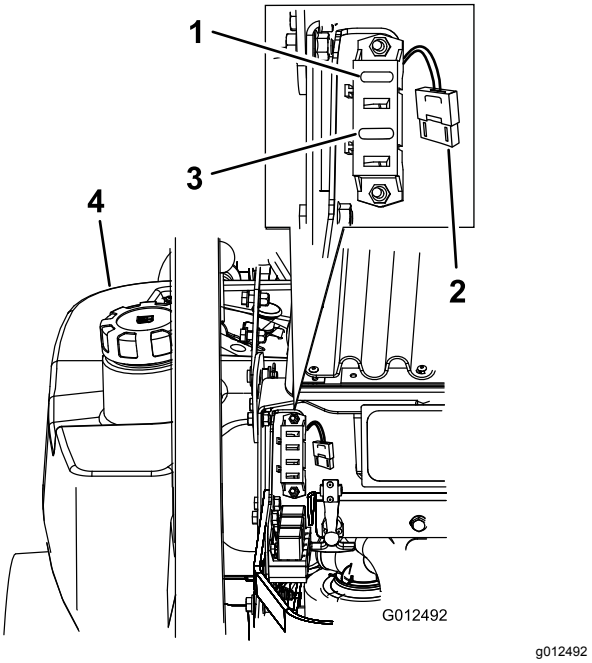

Bild 58
1. Entriegeln Sie die Motorhaube und heben Sie sie an, um die Sicherungsfassung zugänglich zu machen (Bild 58).
3. Setzen Sie eine neue Sicherung ein (Bild 58).